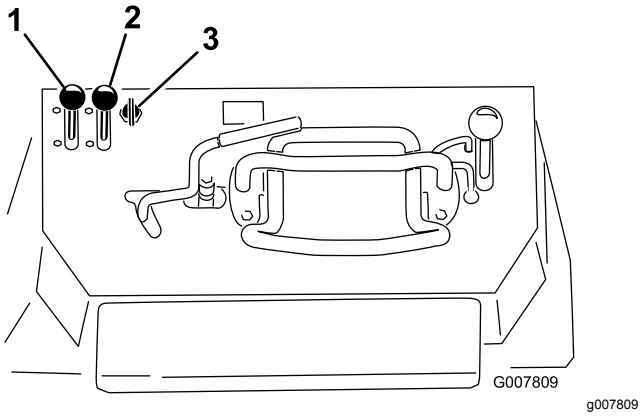

**Figuur 19**
1. Zet de gashendel halverwege tussen Langzaam en Snel (Figuur 19).
2. Zet de chokehendel in de Aan-stand (Figuur 19).
- Modellen met elektrisch startsysteem: draai het contactsleuteltje naar de stand Aan (Figuur 19). Laat het sleuteltje los zodra de motor aanslaat.
4. Zet de choke langzaam in de stand Uit (Figuur 19). Als de motor afslaat of hapert, schakel dan opnieuw de choke in totdat de motor opwarmt.
5. Zet de gashendel in de gewenste stand (Figuur 19).
1. Zet de gashendel op Langzaam (Figuur 19).
3. Draai het contactsleuteltje op Uit (Figuur 19).